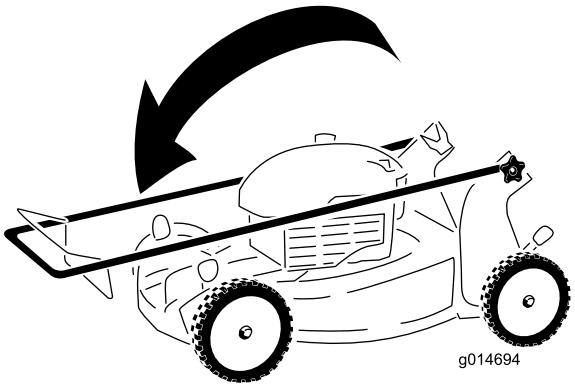

Figuur 26
3. Klap het bovenste deel van de handgreep naar achteren zoals word getoond in Figuur 26.